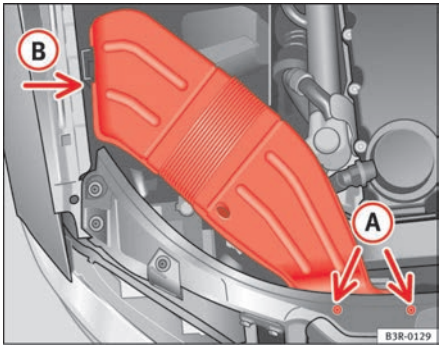

Fig. 198 Air duct on right side of vehicle
– Unscrew bolts (A) ⇒ page 259, fig. 198.
– Detach air duct from guide (B) and take it out. ■